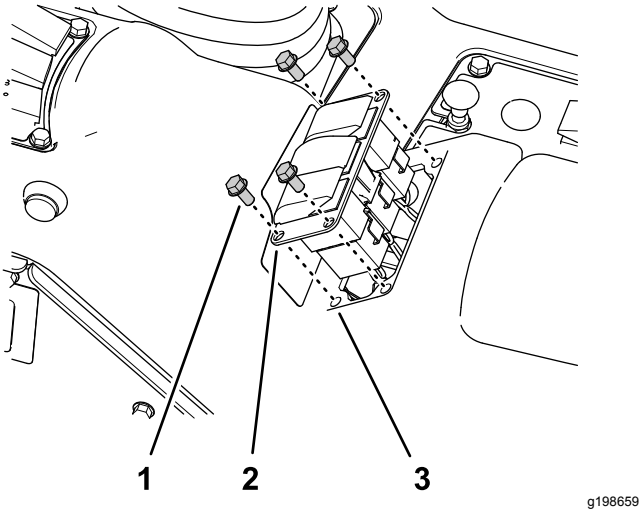

Figur 31
1. Afmonter de 4 flangehovedskruer (1/4 x 1/2 tomme), der fastgør panelet med 3 kontakter til kontrolkonsollen (Figur 31).
3. Frakobl stikket med 8 sokler på maskinens ledningsnet (med angivelsen **Ratekontakt**) fra kontaktens stik med 8 ben (Figur 31).
6. Juster kontaktproppen, så den passer med åbningen i panelet med 3 kontakter, hvor du fjernede ratekontakten (Figur 31).
7. Sæt kontaktproppen ind i panelet med 3 kontakter, så den klikker sikkert på plads (Figur 31).